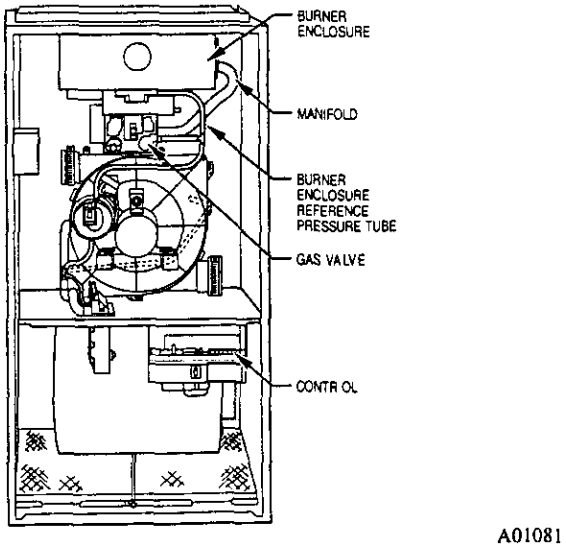

Fig. 28 – Multipoise, Hot-Surface Ignition, Fixed-Speed, Condensing Furnace Component Location (Upflow Orientation Shown)
NOTE: Manifold pressure must always be measured with the burner enclosure front removed. (See Fig. 28) Furnace gas input rate on rating plate is for installations at altitudes up to 2000 ft.
a. Remove burner box cover (See Fig. 28) and gas valve regulator seal cap that conceal adjustment screw. (See Fig. 22A)